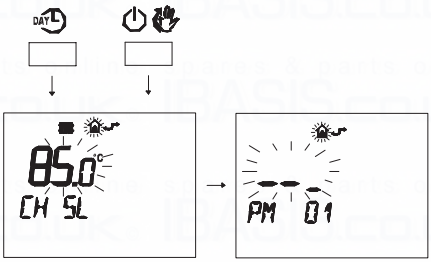

Fig. 7.33
- Press buttons DAY and at the same time to enter transparent programming (Fig. 7.33).